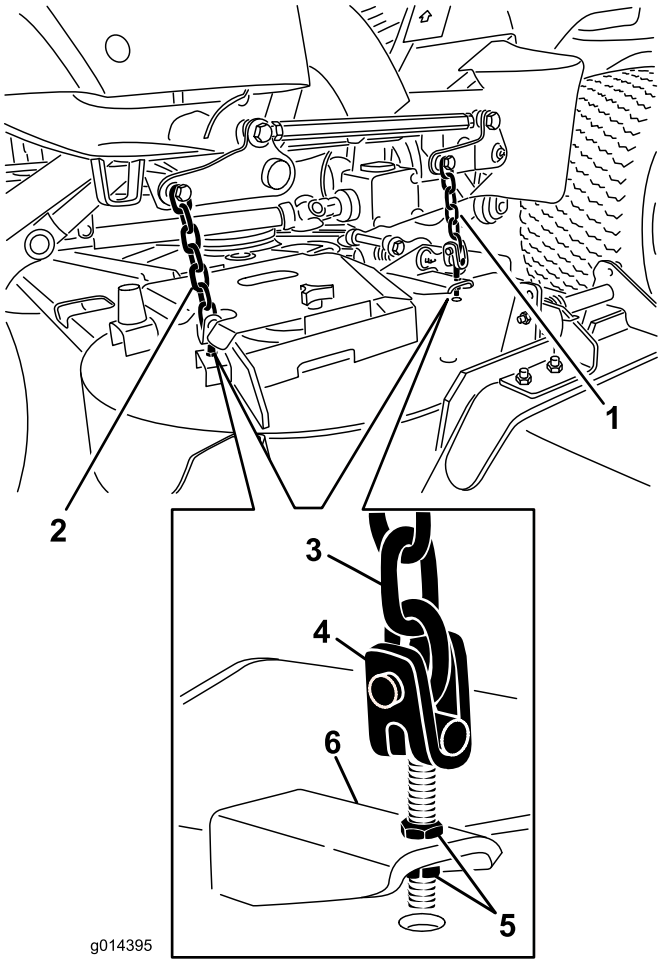

**Figur 70**
8. Juster kontramøtrikkerne, der fastgør skjoldgaflerne/-kæderne på plæneklipperskjoldet, indtil skjoldet er i vater (Figur 70).
7. Hæv skjoldets bagende ved at justere kontramøtrikkerne, der fastgør de bageste skjoldgafler/-kæder, således at knivhældningen indstilles på 8 mm (Figur 70).